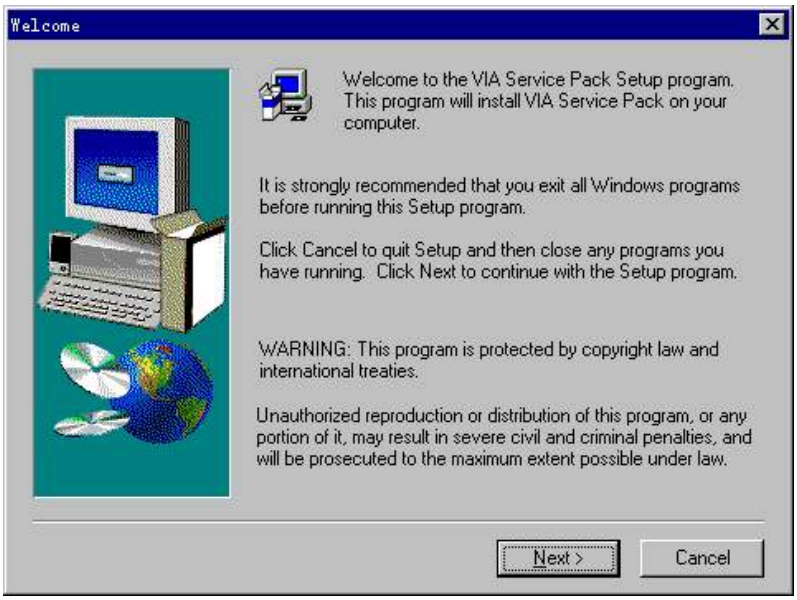

图 4-1-1
1、运行 X:\VIAMB\4IN1\Setup.exe，开始安装驱动，出现欢迎画面,点击“ Next ”继续到下一步(如图 4-1-1)。